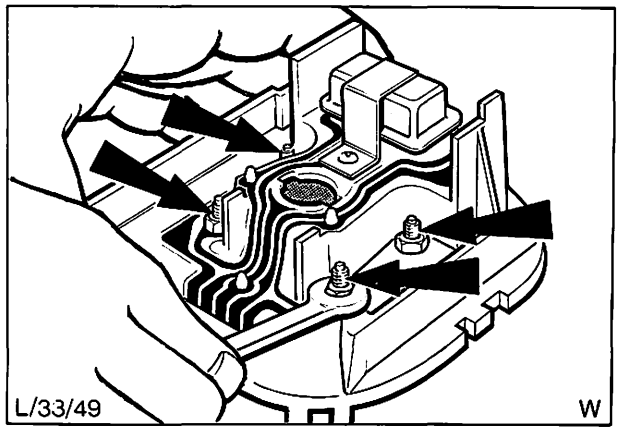

Abb. 54 Muttern vom Kraftstoff-Vorratsanzeiger und Kühlwasser-Fernthermometer
4. Muttern und Scheiben (4) von den Stiftschrauben entfernen, Abb. 54.
6. Kontaktplatte von den Haltestiften (5) lösen und abnehmen.